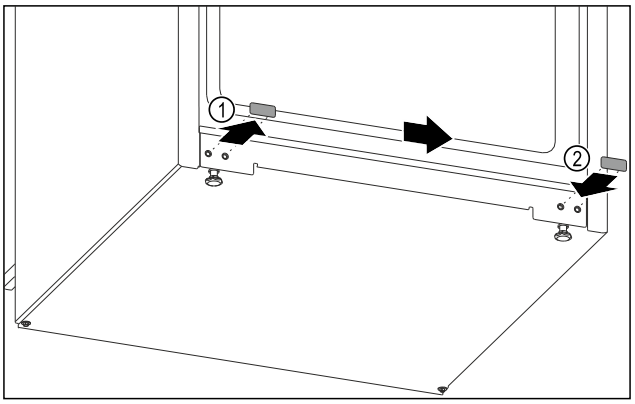

Fig. 12
- ▶ Извлеките заглушку. *Fig. 12 (1)*
- ▶ Установите заглушку на противоположной стороне. *Fig. 12 (2)*